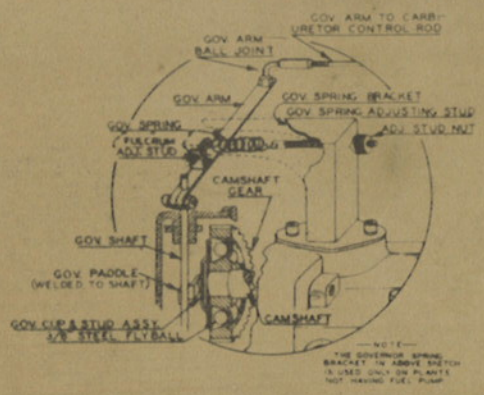

Figure 7. Governor Operating Mechanism.
27. The proper operation is essential for correct engine speed and generator output. Unless the entire governor arm is removed from the governor paddle shaft, the only adjustments necessary will be a slight increase or decrease of spring tension at the knurled adjustment screw. See Figure 7. Turning this screw to the right (clockwise) increases the tension on the spring and consequently the speed of the plant. Turning it to the left, decreases the speed. After proper adjustment has been made to bring the voltage output to the proper figure (not to exceed 240 volts) the screw should be locked securely with the lock nut turned down tightly against the spring housing of the governor arm. Place a few drops of oil on the ball joints of the governor arm linkage.
28. If the governor arm has become loosened from the governor shaft which extends above the top of the gearcase cover (See Fig. 7), loosen the clamp holding the arm to the shaft. Insert a screw driver in the slot in the top of the governor shaft. Turn the shaft clockwise as far as possible. Hold it in that position. Allow the governor adjusting spring to hold the arm in a normal idle position and relock the clamp screw. Then the governor adjusting screw will be reset as indicated in the preceding paragraph.
29. The fulcrum adjusting screw on the governor arm, (see Fig. 7) is only set if the main adjusting screw does not provide satisfactory regulation. The fulcrum screw provides more or less sensitivity. Turn the screw clockwise to increase the sensitivity and counter-clockwise to decrease it. Be careful to avoid a situation where the governor will "hunt" i. e. continually oscillate so that the engine is speeding up and slowing down. Decrease the sensitivity slightly in that case.
17. The governor is composed of a series of steel balls operating in ramps cut in the cast iron camshaft timing gear. The ramps are so designed that as the speed of the engine increases, the balls, which tend to move outward from the center of the shaft, also move forward and force the governor cup away from the face of the timing gear (See Fig. 7 E.M.E.R. 223). A thrust bearing located at the center of the cup presses against the governor shaft paddle, causing it to move forward; this in turn rotates the governor shaft at the top of which is located the governor arm linked to the throttle arm of the carburettor. A spring with adjustable tension is fastened to the governor arm. This spring holds the governor arm against the movement of the governor cup and steel balls. When the centrifugal force on the steel balls balances the spring tension, then the engine runs at that set speed. By changing the spring tension we change the engine speed. The speed is maintained at about 1800 r.p.m.